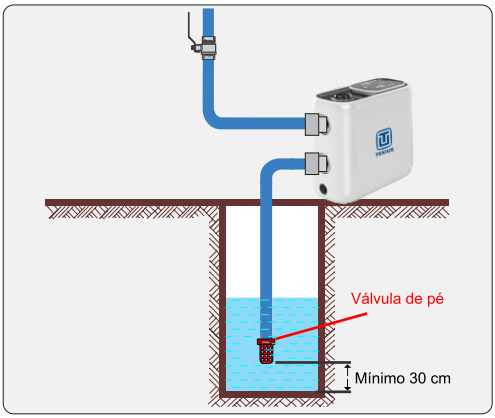

Figura 4
8.16 Quando o pressurizador for instalado acima do nível de captação, a tubulação de sucção deverá prever uma válvula de pé com crivo (válvula de fundo de poço). A válvula de pé manterá o pressurizador escorvado, ou seja, manterá o pressurizador e a tubulação de sucção preenchida com o líquido quando o sistema for interrompido (ver figura 4).
8.17 A válvula de pé deve ficar, pelo menos, 30 cm acima do fundo, no centro do poço ou cisterna e deve-se garantir uma coluna de água suficiente para que não entre ar pela mesma. (ver figura 4).